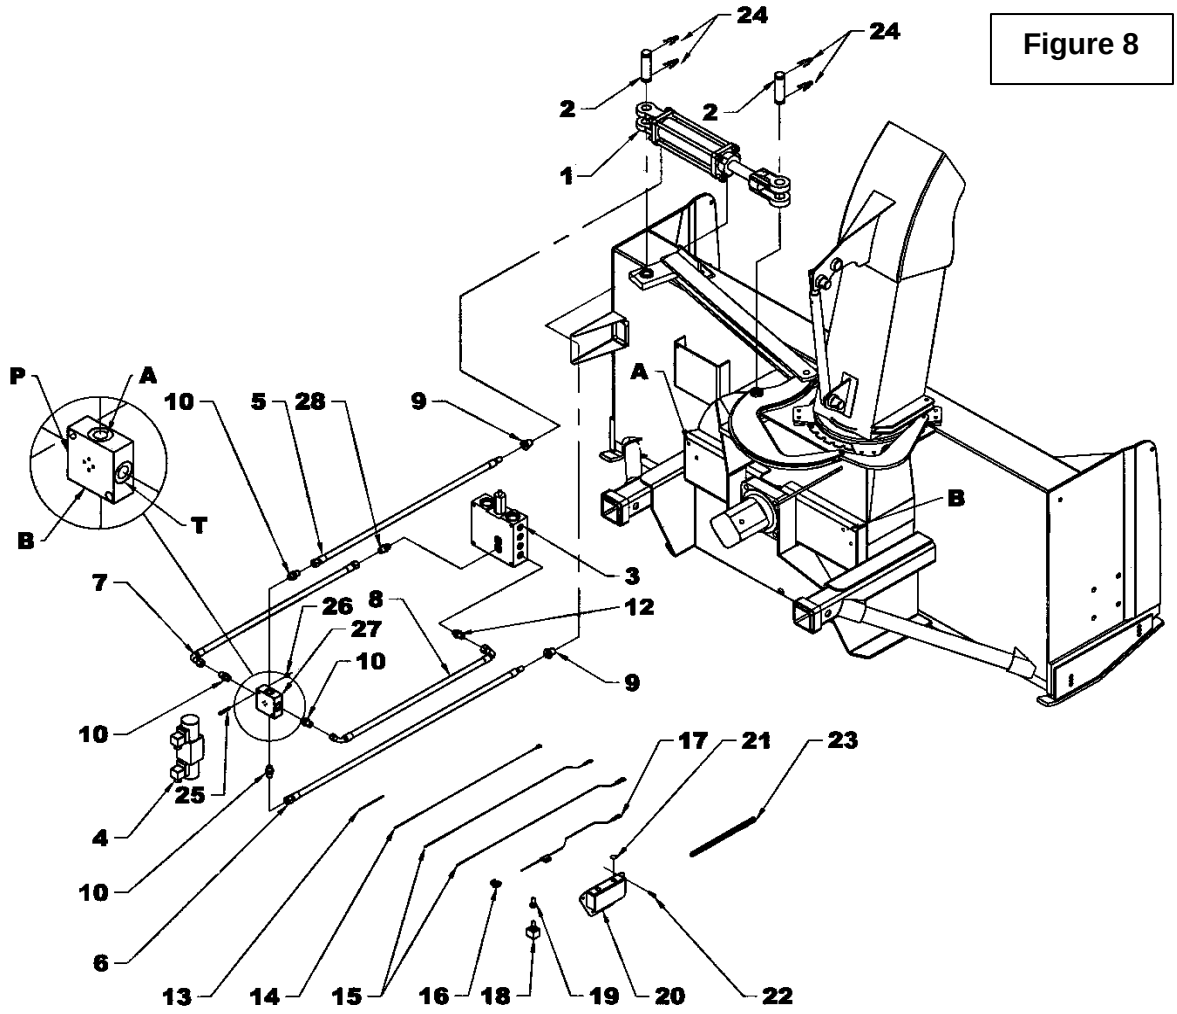

Figure 8
(Se référer à la Figure 8, sauf si indication contraire)
15. Enlever le boîtier de connexion "A" (Fig. 7, item 3) de la valve électro-hydraulique (Fig.8, item 4) en enlevant complètement la vis (Fig. 7, item 4) sur le devant du boîtier et enlever le bouchon (Fig. 7, item 5) du dessous. Avec un petit tournevis, pousser délicatement sur le bloc de connexion (Fig. 7, item 6) en insérant le tournevis par le trou du bouchon (Fig. 7, item 5) pour le faire sortir du boîtier (Fig. 7, item 3). Insérer un fil blanc 360" (Fig. 8, item 15) dans le trou identifié #1 (Fig. 7, item 1) du bloc de connexion (Fig. 7, item 6) et un fil noir 9" (Fig. 8, item 13) dans le trou identifié #2 (Fig. 7, item 2) et passer les fils par le trou du bouchon du boîtier (Fig. 7, suivre les lignes fantômes).
17. Replacer le boîtier sur la valve (Fig. 8, item 4) et remettre la vis (Fig. 7, item 4) en place ainsi que le bouchon (Fig. 7, item 5).
18. Enlever le boîtier de connexion "B" et insérer un fil blanc 360" (Fig. 8, item 15) dans le trou #1 (Fig. 7, item 1) du bloc de connexion (Fig. 7, item 6). Mettre le bout du fil noir 9" (Fig. 8, item 13) du boîtier "A" ainsi que le fil noir 360" (Fig. 8, item 14) dans le trou (fig.7, item 2). Passer les fils par le trou du boîtier (Fig. 7, suivre les lignes fantômes). Remettre le bloc dans le boîtier de manière à ce que les fils soient vers le bas afin d'éviter des infiltrations d'eau,
20. Amener le fil noir 360" (Fig. 8, item 14) jusqu'au boîtier d'interrupteur (item 18) par le même endroit où les fils blancs (item 15) ont été emmenés du tracteur à la souffleuse et fixer le terminal à anneau en vissant la quatrième vis auto-perçante #10 x 1/2" (Fig. 8, item 22) au boîtier d'interrupteur.
21. Brancher le fil avec fusible (Fig. 8, item 17) au fil d'interrupteur de contact du tracteur à l'aide du connecteur de dérivation (Fig. 8, item 16).
22. Recouvrir tous les fils avec une enveloppe protectrice (item 23) afin qu'ils soient bien protégés.
6. Installer le bloc hydraulique (item 26) sur le côté droit (fig.8, position "B" de la souffleuse à l'aide de 2 vis à tête cylindrique à 6 pans creux #10-24 x 1 1/4" et écrous à bague de nylon #10-24 (items 25-27)
7. Mettre l'embout 9/16" du boyau 1/4" x 45" (item 7) sur le port de la sortie "T" du bloc hydraulique (item 4) et l'embout plié du boyau 1/4" x 37" (item 6) sur le port d'entrée (P). Ne pas serrer immédiatement.
8. Sur le port du haut "A" et du bas "B", mettre deux boyaux 1/4" x 83" (item 5) sur chaque adaptateur 9/16" x 9/16" (item 10). Ne pas serrer immédiatement.